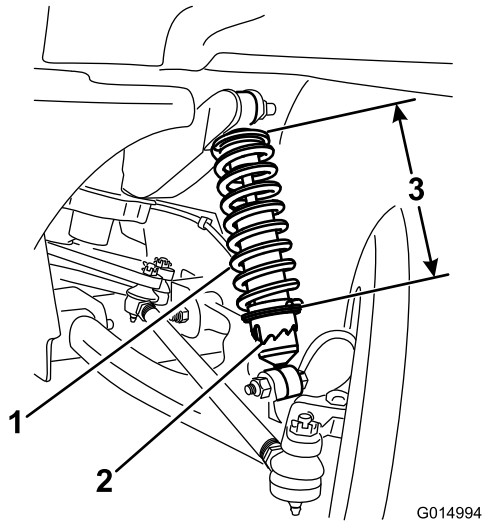

Figura 52
3. Usando la herramienta TORO6010, gire el collarín del amortiguador para variar la longitud del muelle (Figura 52).